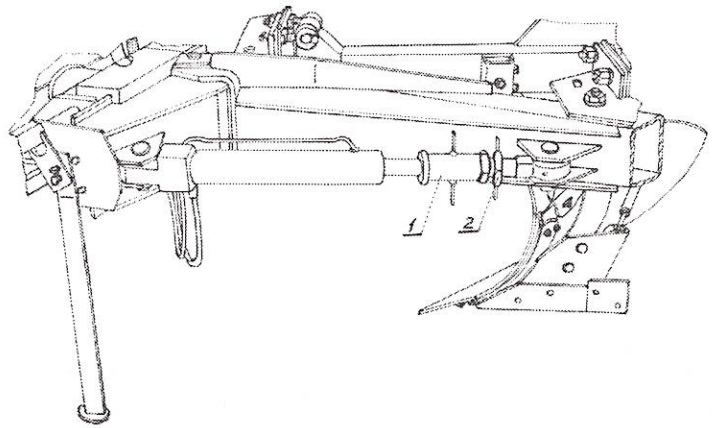

Rys. 19. Cylinder boczny w pługach U 115/2; U 115/3
- podnieś lekko pług i śrubę odchylania ramy (lub cylindrem bocznym) przestaw ramę z korpusami tak, aby linie płozów były równoległe do osi symetrii ciągnika. W pługach wyposażonych w cylinder boczny po ustawieniu odpowiedniej jego długości należy dokręcić zderzak (poz.1 Rys.19) do styku z cylindrem.